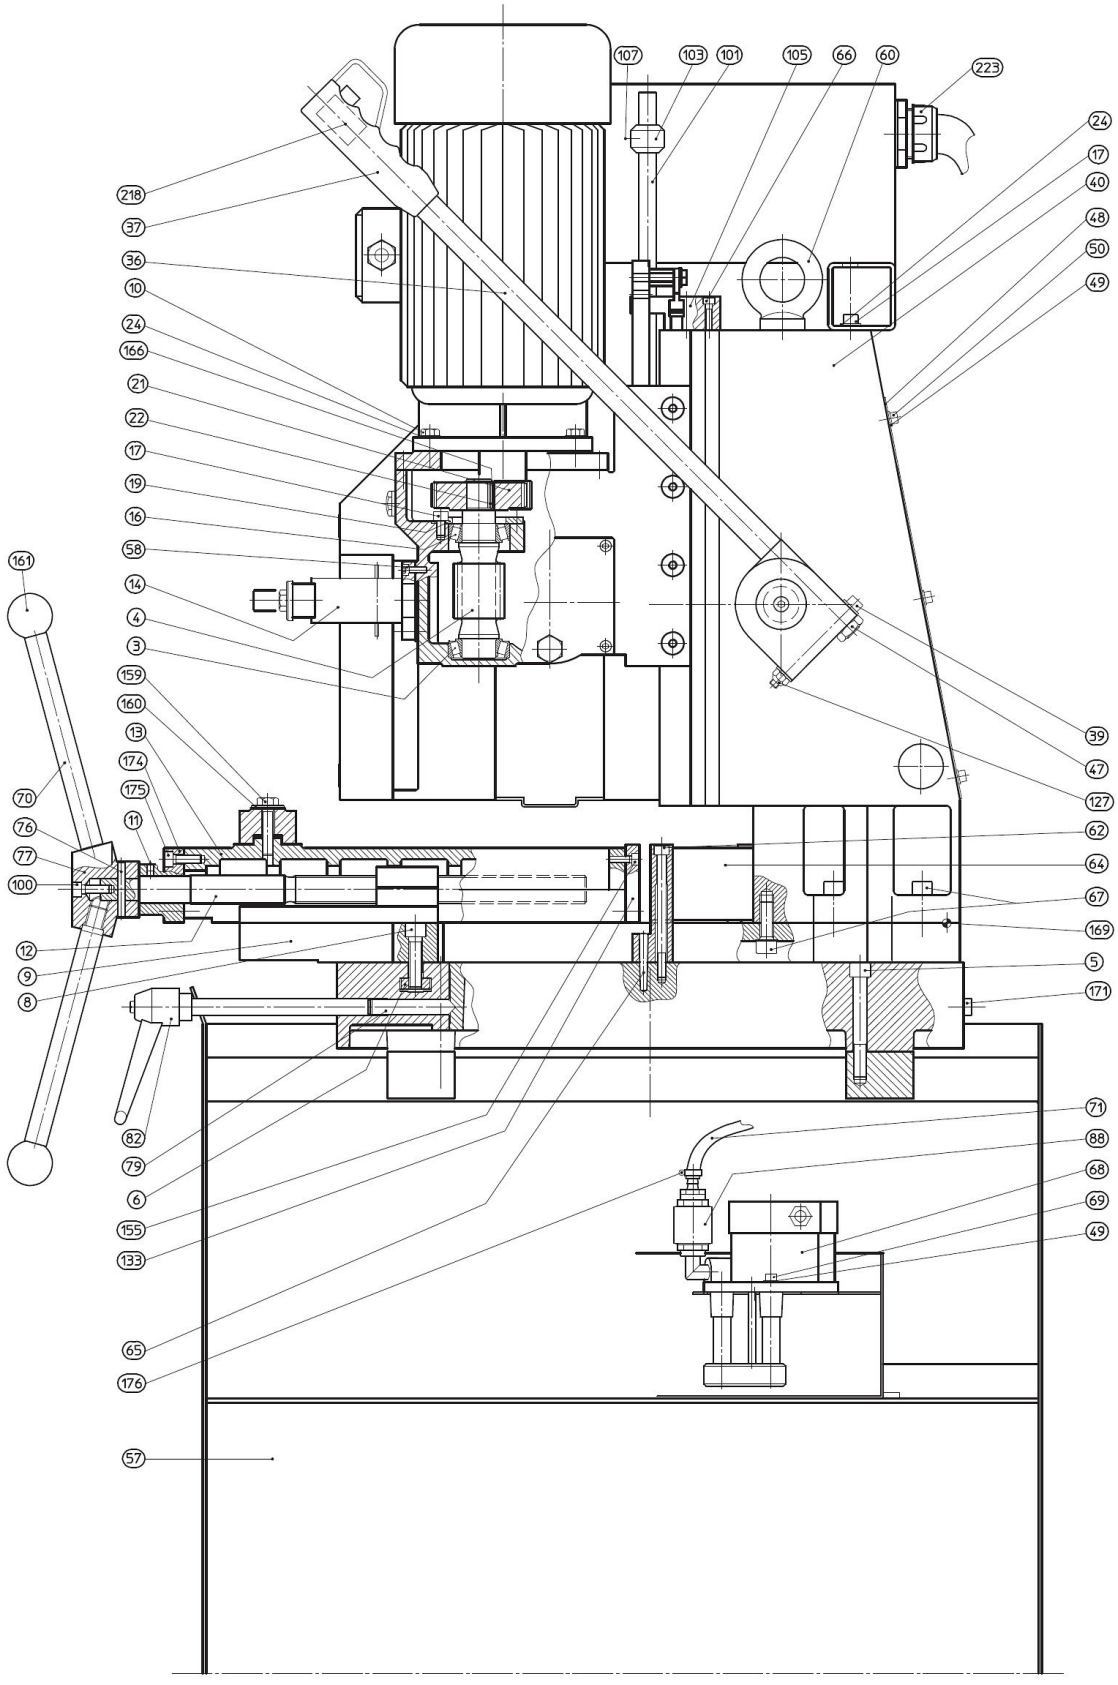

Abb. 19: Ersatzteilzeichnung 1 - MKS 350 V
Schritt 1: Die Spannbacke [Abb. 19, 133] abmontieren, den Spannstock [Abb. 19, 13] komplett entnehmen, in dem man das Handrad [Abb. 19, 77] dreht.
Schritt 2: Die Schraubstock-Führungen [Abb. 19, 9 und 13] schmieren und einen Tropfen Öl in den Schmierpunkt [Abb. 19, 11] hinter dem Handrad gießen.